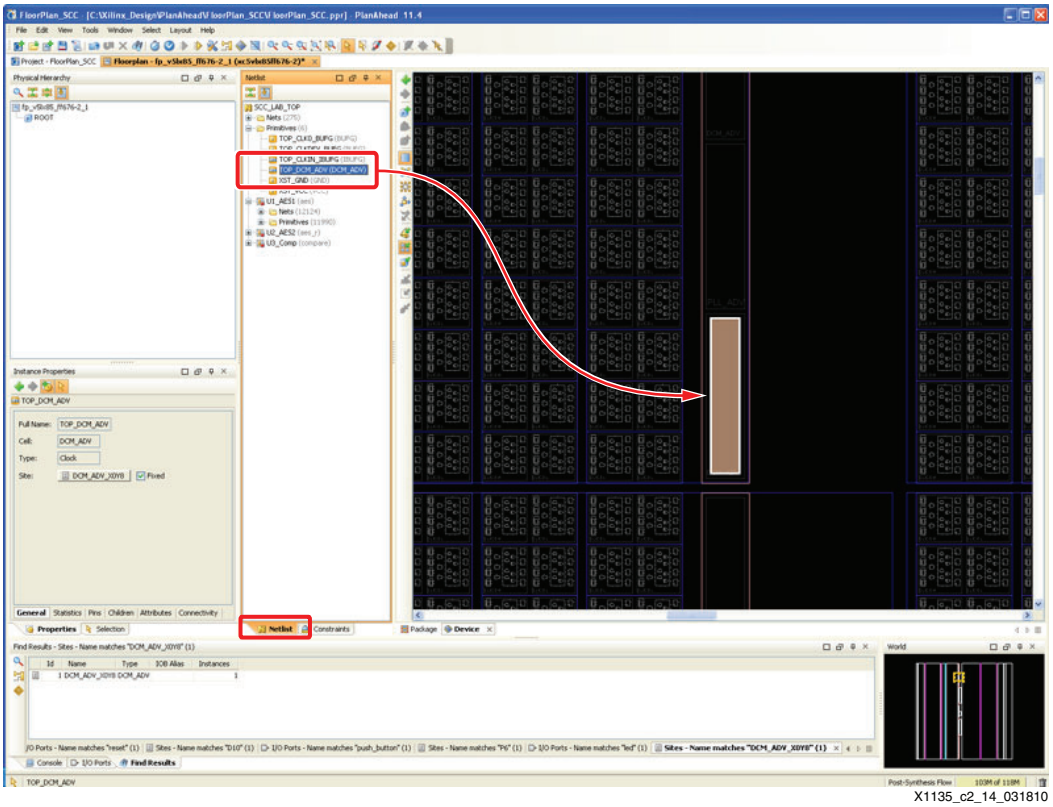

Figure 3-14: **DCM_ADV_X0Y8**
5. In the Netlist window, expand **Primitives**, then drag **TOP_DCM_ADV** to the DCM_ADV_X0Y8 box as shown in Figure 3-14.